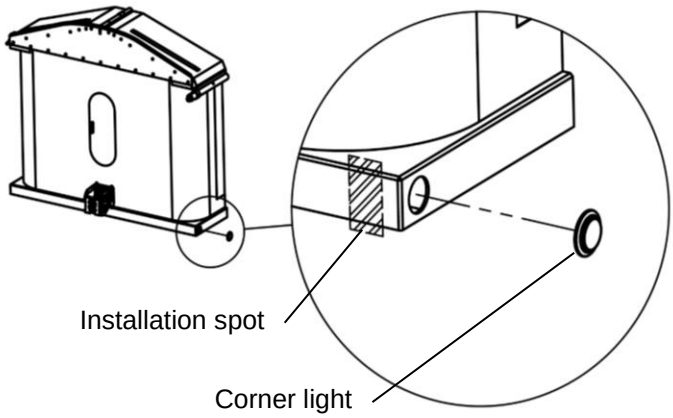

Figure 5
1. **Figure 5.** Temporarily remove the corner light